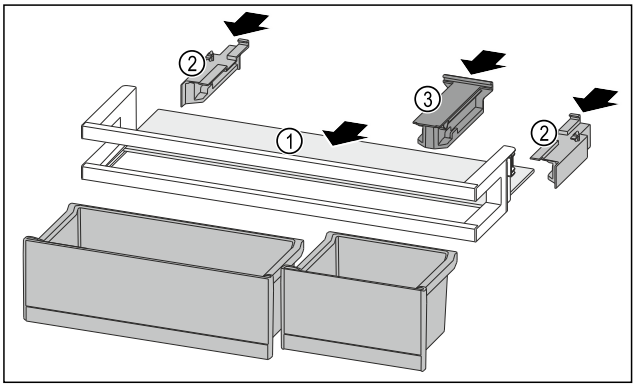

Fig. 149
- ▶ Push the shelf *Fig. 149 (1)* into the side recesses.
- ▶ Insert the side parts *Fig. 149 (2)*.
- ▶ Insert the holding part *Fig. 149 (3)*.